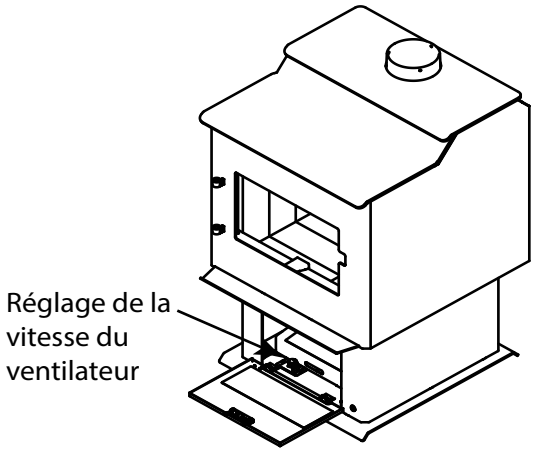

Figure 5.8
12. Retirez les 2 vis de l'intérieur avant gauche pour retirer la plaque de commande de vitesse. **Voir la figure 5.8.**